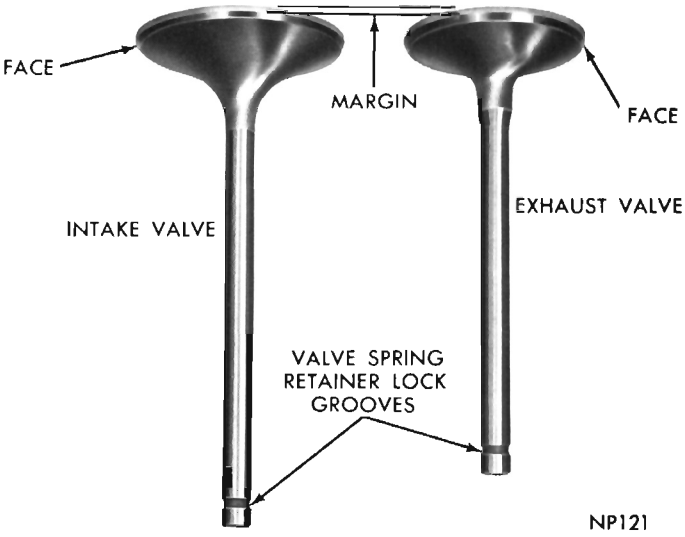

Fig. 13—Intake and Exhaust Valves
(1) The intake and exhaust valve seats and valve faces have a 45 degree angle.
(2) Inspect the remaining margin after the valves are refaced (Fig. 13). Valves with less than 3/64 inch margin should be discarded.
(3) When refacing valve seats, it is important that the correct size valve guide pilot be used for reseating stones. A true and complete surface must be obtained.